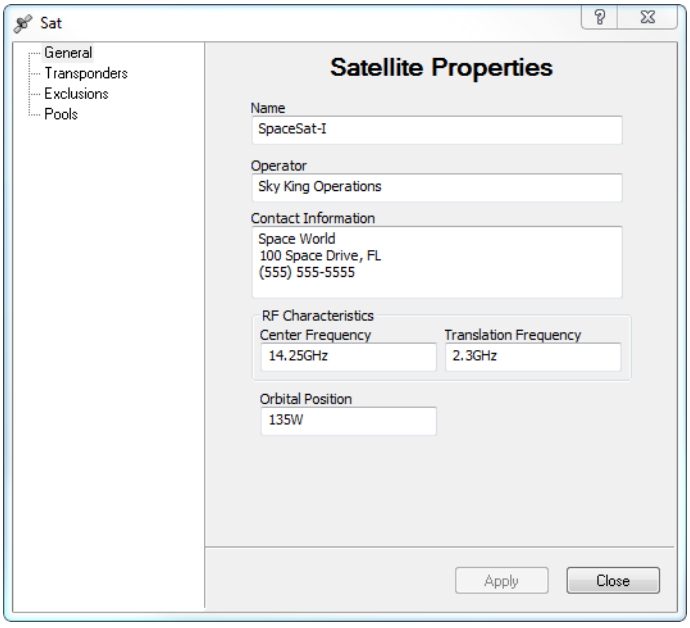

Figure 3-21 Create Satellite dialog
2. Enter the satellite **Name** and the **Center** and **Translation Frequency** settings in the Create Satellite dialog (figure 3-21).